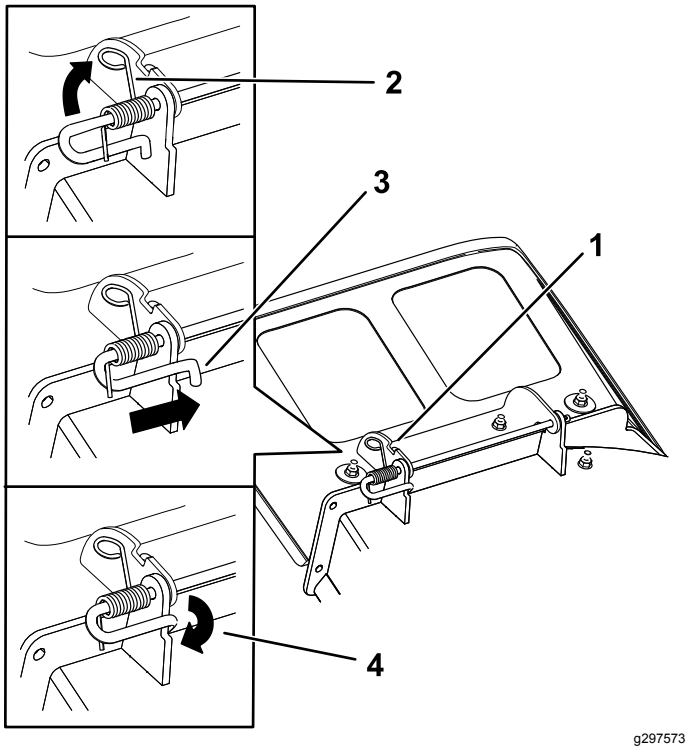

Figur 78
4. Placer den nye udblæsningsdeflektor med beslagenderne mellem de svejsede beslag på skjoldet som vist i Figur 78.
6. Placer fjederen på stangen som vist i Figur 78, så den kortere fjederende kommer ud under stangen før bøjningen og går over stangen, idet den vender tilbage fra bøjningen.
7. Løft fjederens øjeende, og sæt den i hakket på deflektorbeslaget (Figur 78).
8. Fastgør stang- og fjederenheden ved at dreje den, så den korte ende af stangen er bag det forreste beslag, som er svejset fast på skjoldet (Figur 78).